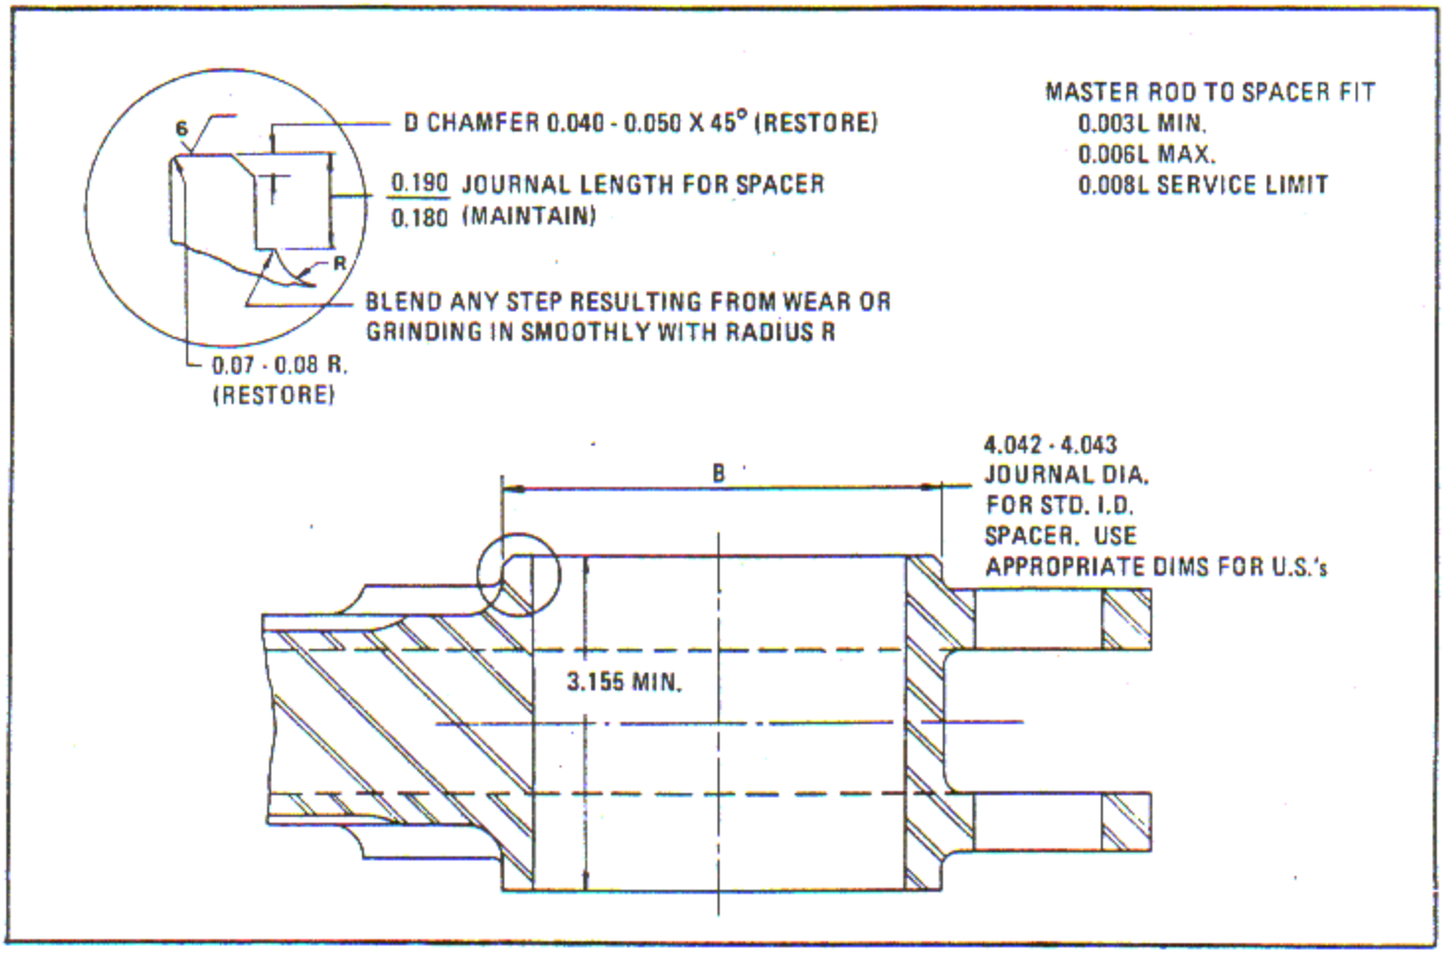

Figure 6-118. Grinding Master Rod Hub Journal and End Face
d. Grind the hub O.D., removing the minimum amount of material necessary to eliminate the wear step for the length and radius indicated on figure 6-118. Blend diameter B with radius C and restore the 0.040 - 0.050 inch x 45 degree corner chamfer D if necessary. Obtain a surface finish of 16 microinches rms or better on the ground surface.
6-409. Reconditioning. Recondition the affected master rods by grinding up to 0.010 inch of stock from the hub face in accordance with figure 6-118. Machine the dimensional limits as shown. A surface finish of six microinches rms, or better, is required.